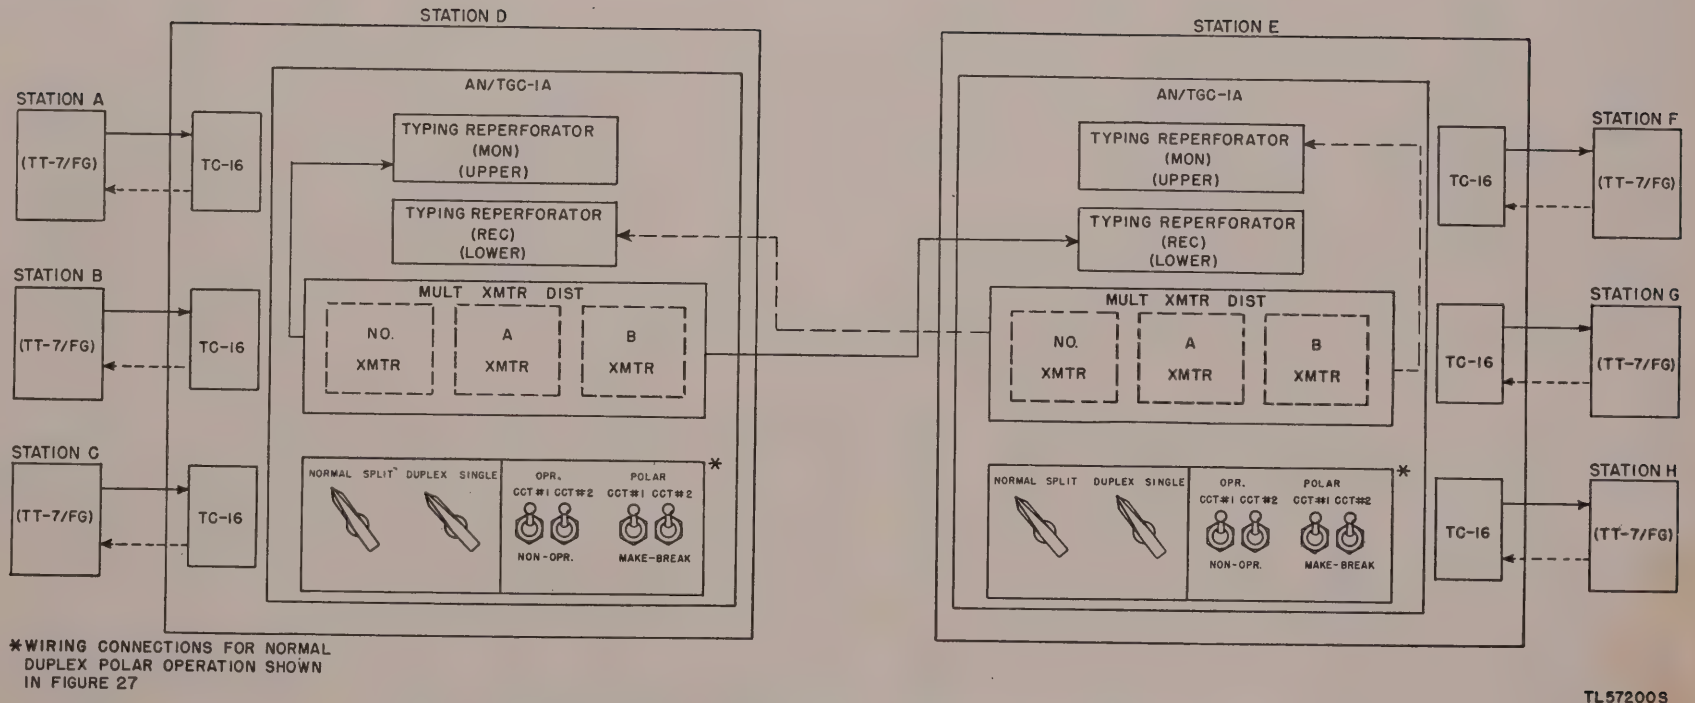

Figure 7. Teletypewriter Sets AN/TGC–1A, application for normal duplex polar operation.
8. Application for Normal Duplex Polar Operation (fig. 7)
b. Figure 7 illustrates the application of teletypewriter sets for normal duplex polar operation. Stations A, B, and C transmit, over a make-and-break (neutral) circuit, messages which are received at station D on Teletypewriter Sets TC–16. At station D the AN/TGC–1A, with wiring and switches set for normal duplex polar operation, transmits over a polar circuit to the AN/TGC–1A, set for normal duplex polar operation, at station E. At station E the received messages are relayed to distant stations F, G, and H over Teletypewriter Sets TC–16 operating on neutral circuits. With teletypewriter sets applied for normal duplex polar operation, station D can receive messages from station E at the same time station D is transmitting to station E.